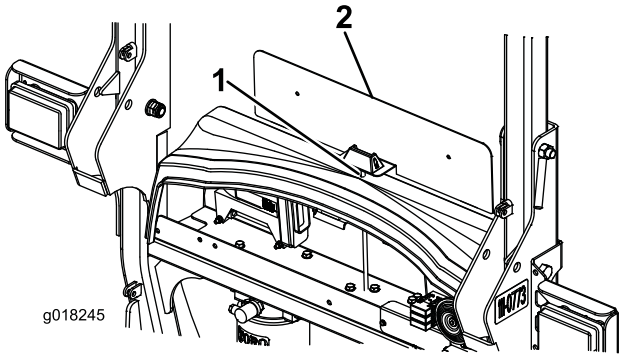

Figure 8
1. Au centre du couvercle de cloison en plastique, percez un trou de 8 mm de diamètre à 40 mm environ de l'avant (Figure 8).